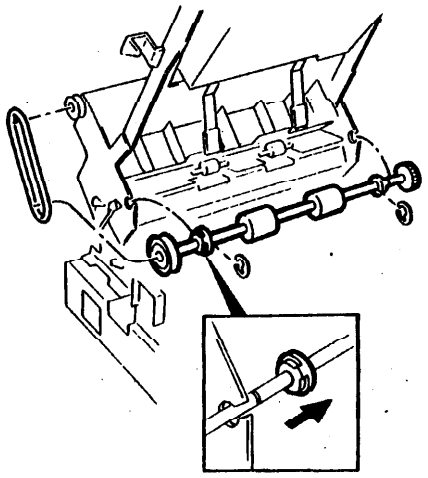

Рис. 1. Узел нижнего выходного ролика
4. Снимите ремень с узла нижнего выходного ролика (Рис. 1).
5. Снимите зажимные кольца с обоих торцов ролика (Рис. 1).